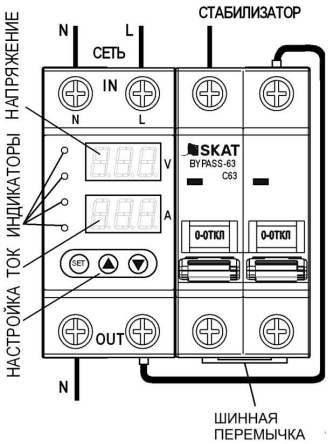
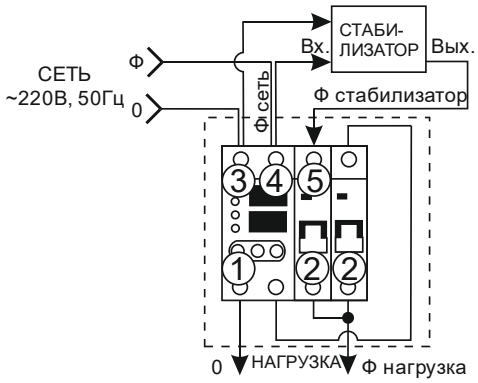

Рисунок 1 - Внешний вид изделия
Рисунок 2 – Схема подключения.
Изделие выполнено в пластиковом корпусе (см. рис. 1).
При наличии питающей сети светится нижний светодиодный индикатор зелёного цвета и изделие измеряет напряжение и ток на клеммах (3) и (4) (см. рис. 2). Их значения отображаются на верхнем (вольты) и нижнем (амперы) цифровых дисплеях (см. рис. 1). Выберете источник питания нагрузки (левый переключатель байпаса вверх – стабилизатор, правый – сеть):
Отключите питающее напряжение. Подключите **ноль нагрузки** к контакту (1), а **фазу нагрузки** к любому из контактов байпаса (2), объединённых шинной перемычкой, (см. рис. 2). Подключите **фазу выхода стабилизатора** к контакту (5), **ноль выхода стабилизатора** общий со всей нулевой шиной.